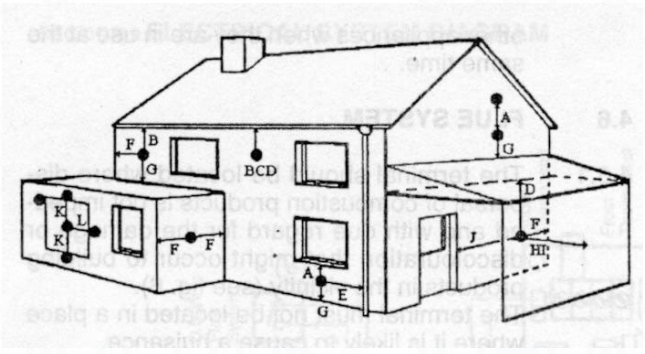

Fig. 6
4.6.1 The terminal should be located where dispersal of combustion products is not impeded and with due regard for the damage or discolouration that might occur to building products in the vicinity (see fig. 6).
Minimum acceptable spacing from the terminal to obstructions and ventilation opening are specified in Fig. 6.